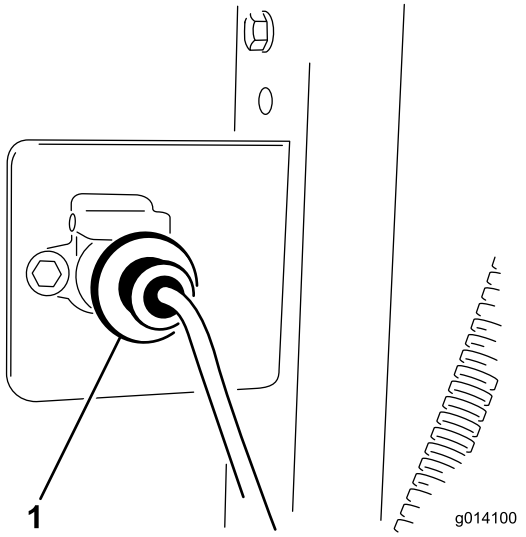

Figur 10
1. Monter sokkelbraketten på baksiden av tauekjøretøyet med (2) skruer og muttere på 5/16 x 1 tommer.
3. Fest ledningssatskontakten til braketten med (2) 1/4 x 1 tommers skruer og muttere (Figur 10).
5. Fest ledningssatsen for baseenheten til ledningssatsen for tauekjøretøyet (Figur 10). Koblingen er plassert sammen med hydraulikkslangen som er festet til tauekjøretøyet.